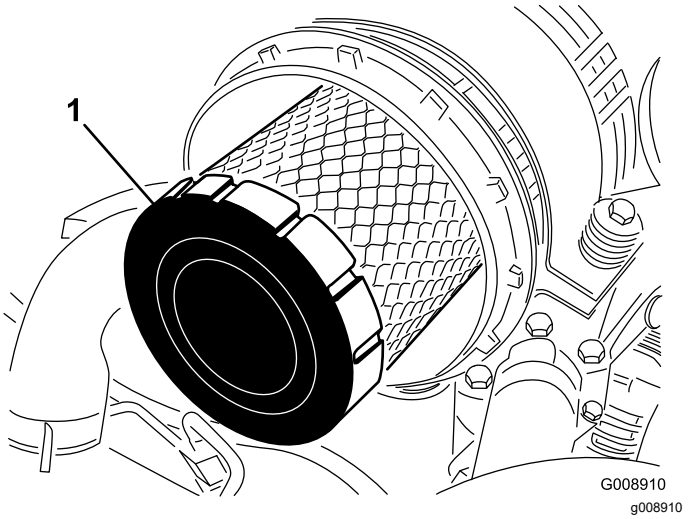

Figur 59
4. Ta bort huvudfiltret (Figur 59).